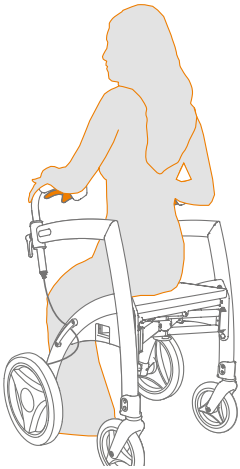

Figuur 23: Zitten op de rollatorzitting.
b. U kunt daarna op de zitting plaatsnemen **(Figuur 23)**. Zorg er altijd voor dat de Rollz Motion rollator dan op de parkeerstand staat.